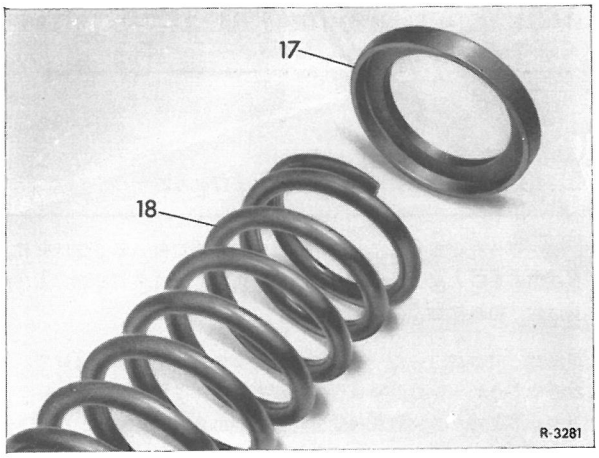

Fig. 32-6/6
5 Den sammentrykte bagfjeder (fig. 32-6/3) indsættes med påsat gummileje (17) (fig. 32-6/6).